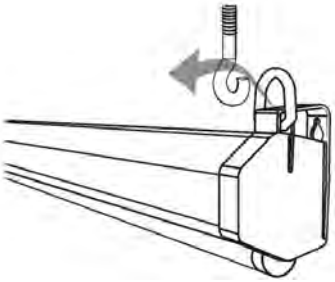

Рис. 2
- крепление на потолок: для монтажа экрана на потолок в конструкции предусмотрены 2 монтажных кольца, которые следует зацепить за монтажные крюки (не входят в комплект поставки), как показано на Рис.2. Расстояние между крюками, установленными на потолке должно равняться расстоянию между монтажными кольцами экрана. Для монтажа экранов **с корпусом В** см. Рис 3.